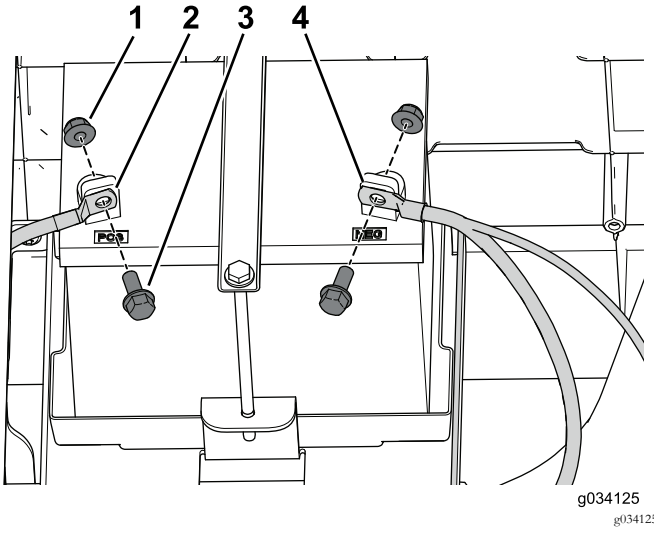

Рисунок 48
1. С помощью болта и гайки подсоедините положительный (+) кабель к клемме аккумуляторной батареи (Рисунок 48).
2. С помощью болта и гайки подсоедините отрицательный (-) кабель к клемме аккумуляторной батареи (Рисунок 48).